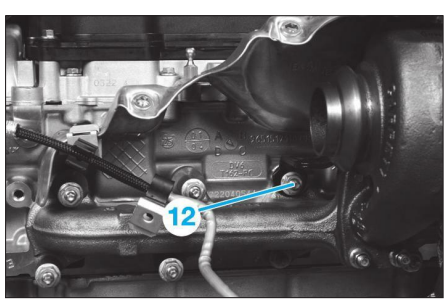

**Fig. 62**
- le tuyau d'alimentation en huile (10) du turbocompresseur,
- la durit de retour d'huile (11) du turbocompresseur,
- la patte de renfort (12) **(Fig.62)**,